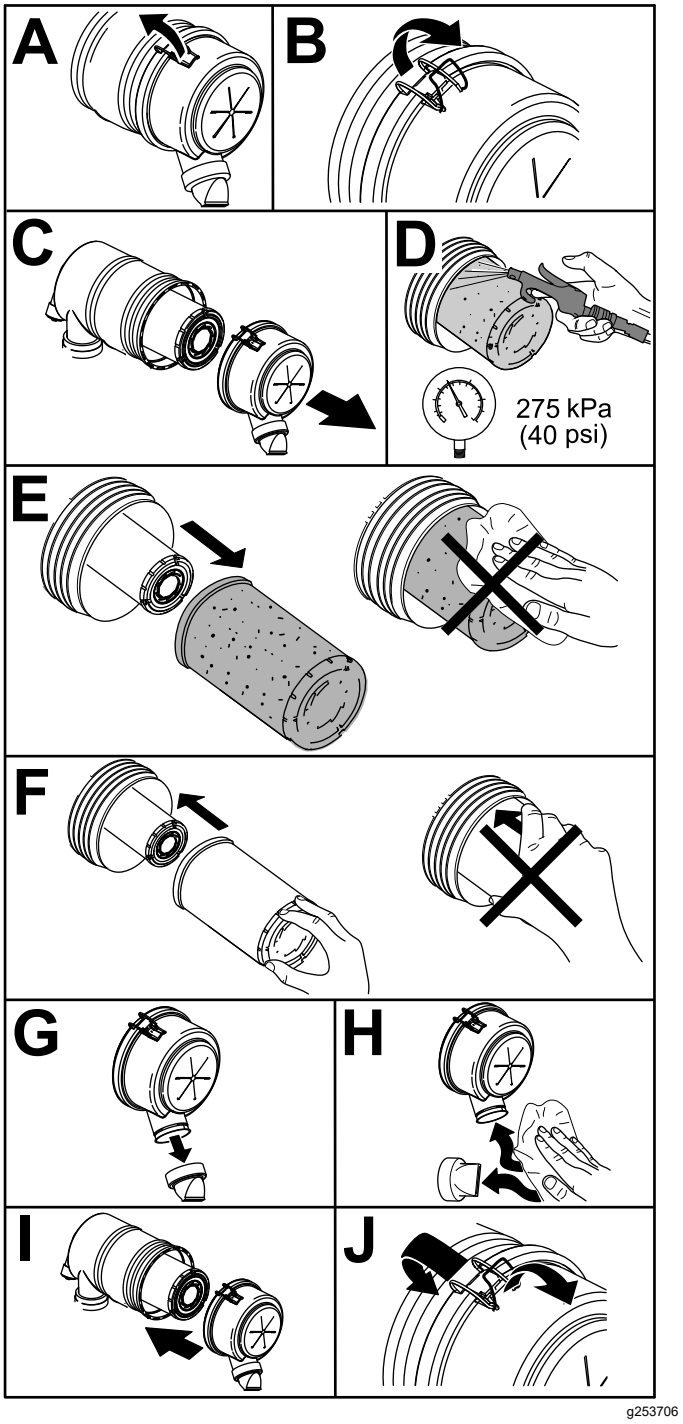

**Figura 53**
1. Sostituite l'elemento filtrante del filtro dell'aria (Figura 53).